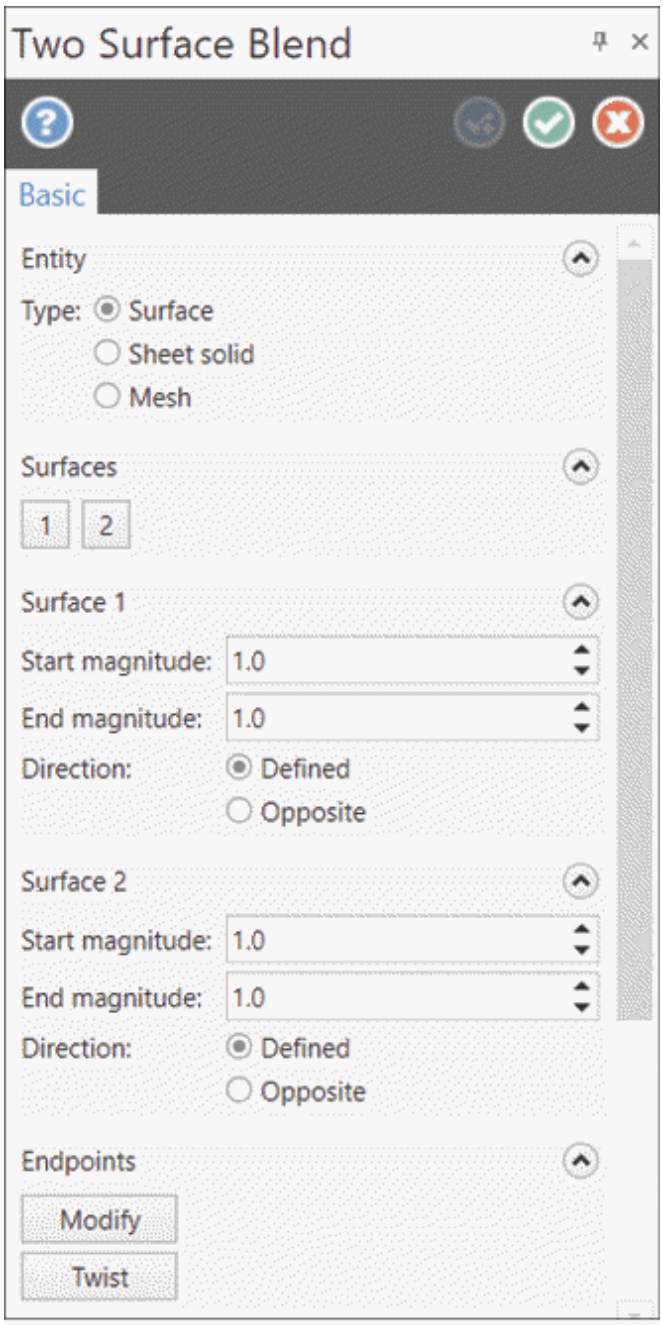

Figure-63. Two Surface Blend Manager
- Click on the **Two Surface Blend** tool from the **Modify** group in the **Surfaces** tab of the **Ribbon**. The **Two Surface Blend Manager** will be displayed; refer to Figure-63.